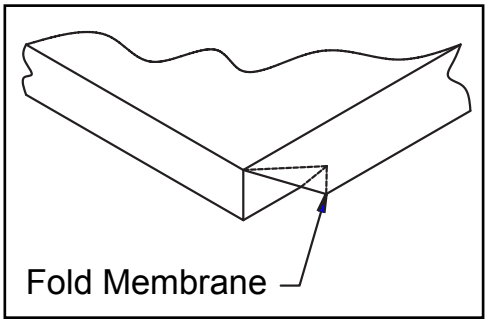

**Figure 4**
**5**. Fold all four corners of the membrane roofing material over the walk-in corners as shown in Figure 4.